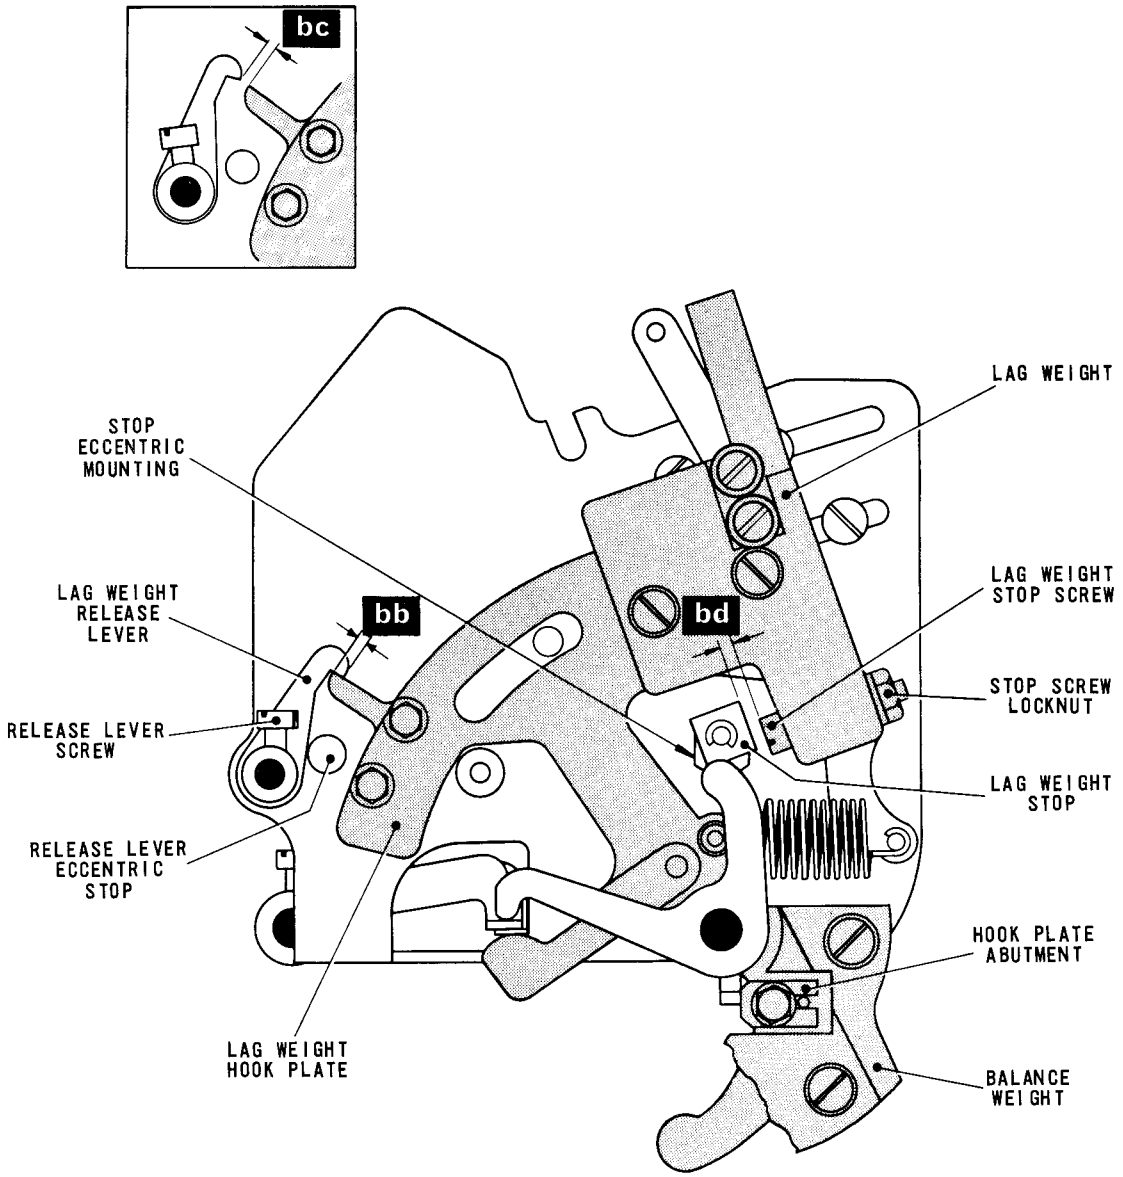
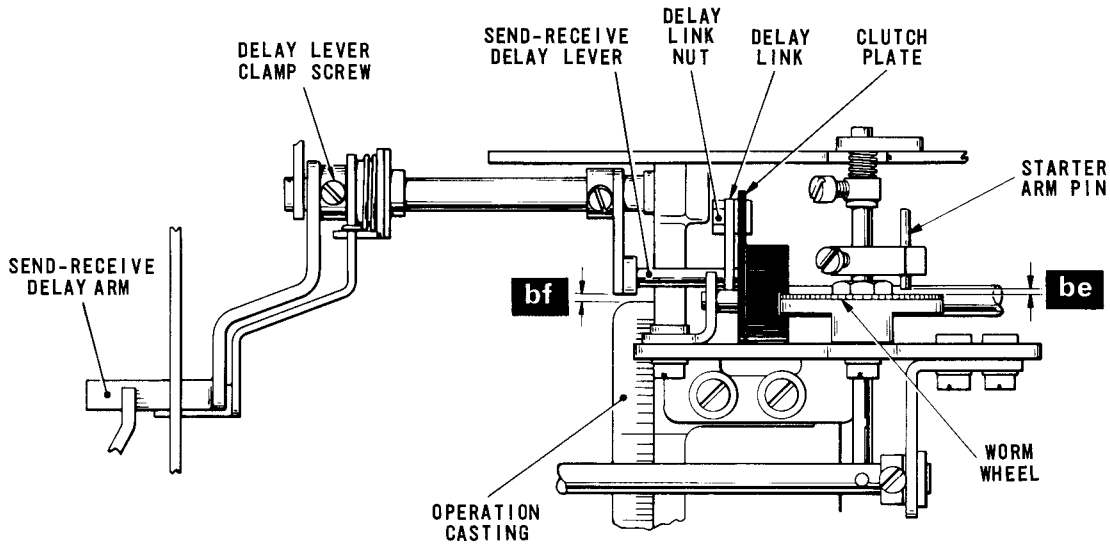

Fig. 4.60 LAG WEIGHT MECHANISM
Fig. 4.61 SEND-RECEIVE SWITCH DELAY LINKAGE
73.1 With the machine in the rest position, check that there is an estimated engagement of .030 - .045 in. (dimension 'bb') between the latching face of the lag weight release lever, Fig. 4.60, and the projection on the lag weight hook plate.
74.1 Hold the lag weight, Fig.4.60, to prevent it moving and depress any key on the keyboard. Check that the lag weight release lever is now lifted clear of the projection on the lag weight hook plate by an estimated .015 - .045 in. (dimension 'bc' - inset).
75.1 Ensure that the translator camshaft is in the rest position. Depress the letter 'X' (MSMMM) key and check that the lag weight hook plate, Fig.4.60, is now in contact with the lag weight stop.
76.1 Depress any key on the keyboard and, with the lag weight hook plate, Fig.4.60, against the lag weight stop, check that there is a maximum clearance of .003 in. (dimension 'be') between the starter arm pin, Fig.4.61, and the worm wheel.
76.2 To adjust, return the machine to the rest position and remove the balance weight, Fig.4.60. Slacken the screw clamping the abutment and move the abutment to its extreme right-hand position. Depress any key again and, with the lag weight hook plate held against the stop, adjust the abutment until the required clearance between the starter arm pin, Fig.4.61, and the worm wheel is obtained. Clamp the abutment, Fig.4.60, in this position with its screw and refit the balance weight.
77.1 Depress any key on the keyboard and turn the machine by hand until the send-receive delay lever, Fig.4.61, is in its lowest position. Check that there is now a radial clearance of .015 - .045 in. (dimension 'bf') between the delay lever and the left-hand side of the orientation casting.
79.3 If the contact changeover is early, slacken the nut securing the link, Fig.4.61, to the clutch plate and slide the link to the right. Tighten the nut. Repeat Checks 79.1 and 79.2 and, if necessary, Adjustment 79.3 until both the above conditions are satisfied.